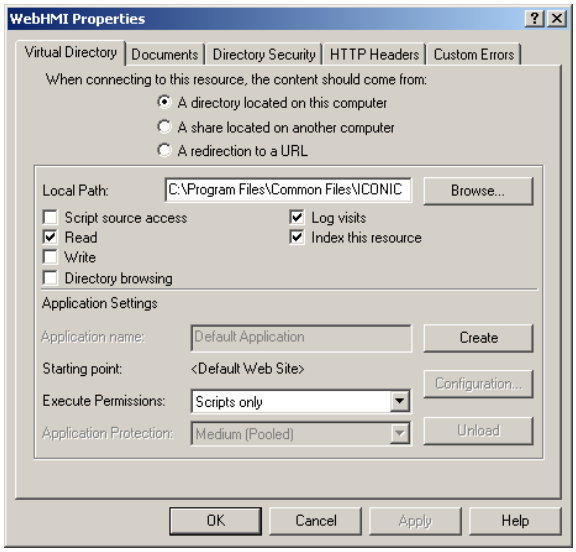

Figure L2.3: WebHMI Virtual Directory Properties
5. To see the real directory path of the WebHMI folder, right-click on the **WebHMI** virtual directory in the IIS console, and choose **Properties.** As shown in **Figure L2.3,** the **Local Path** of the directory is **C:\Program Files\Common Files\ICONICS\WebHMI.**